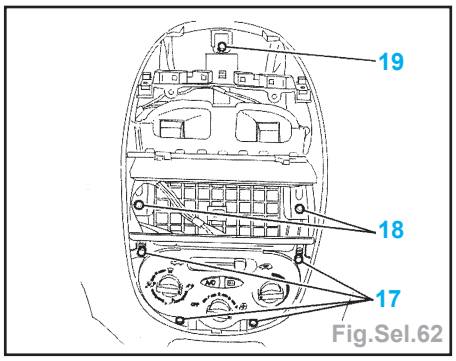

Fig.Sel.62
• les fixations (17, 18 et 19) (Fig.Sel.62),